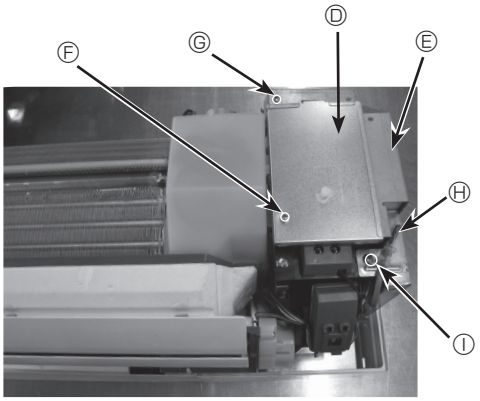

Fig. 6-4
5. Retirer la thermistance TH1 de température ambiante. (Fig. 6-4)
6. Retirer les couvercles du boîtier électrique (vis 4 × 12). (Fig. 6-4)